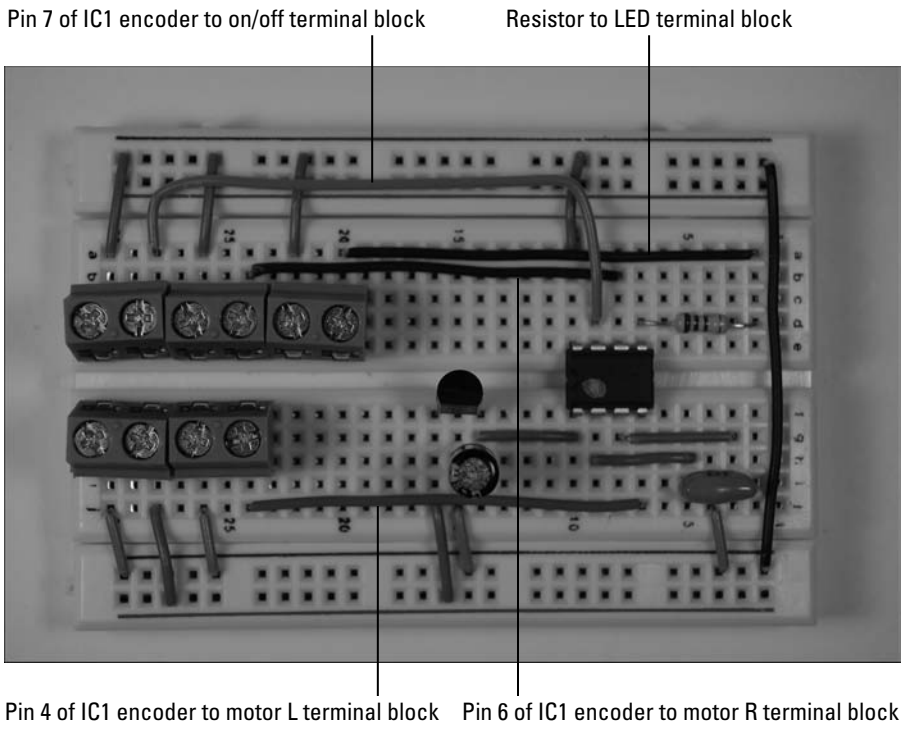

Figure 11-13: Connect terminal blocks to the IC1 encoder and resistor.
6. **Insert wires to connect the terminal blocks to the IC1 encoder and resistor, as shown in Figure 11-13.**